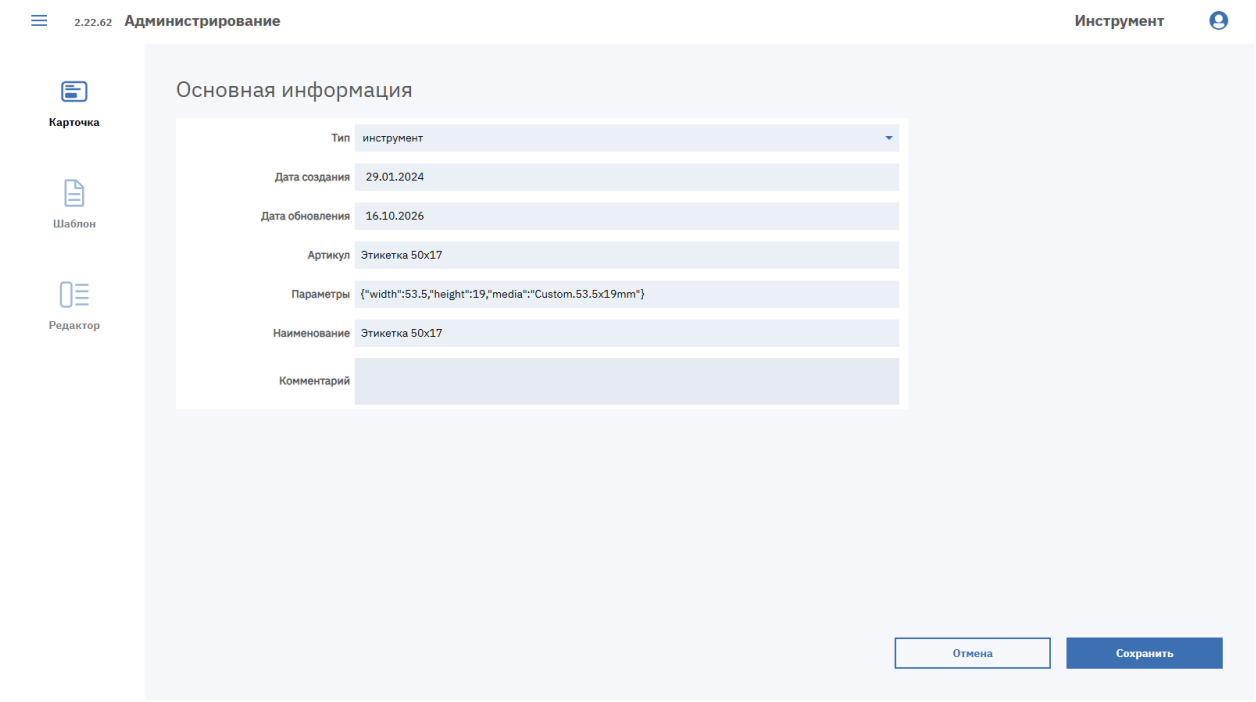

Рисунок 30. Карточка шаблона ШК
4. Откройте сохраненный шаблон щелчком по строке перечня (см. Рисунок 30) и перейдите на вкладку «Шаблон».